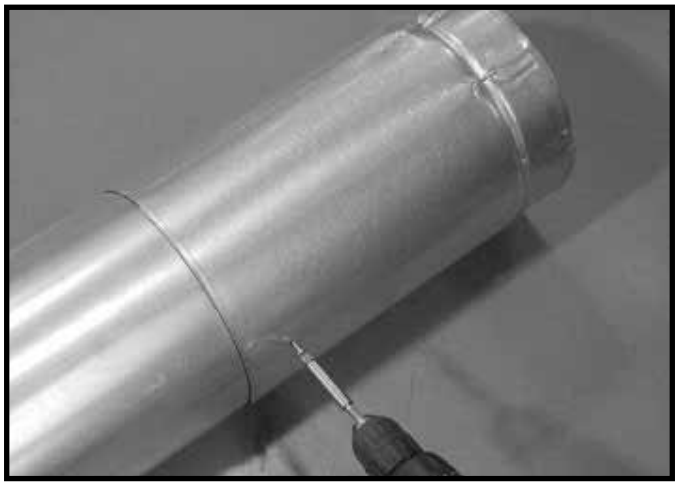

**Figure 7.6 Screws into Slip Section**
- Secure the pipe and slip section with two screws no longer than 1/2 in. (13 mm), using the pilot holes in the slip section. See Figure 7.6.